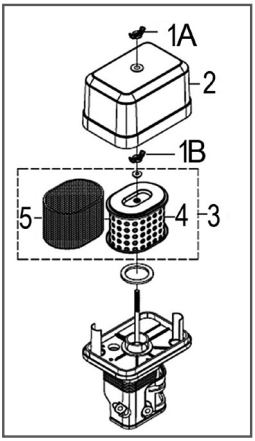

Рис. 17 Обслуживание воздушного фильтра
1. Открутите барашковую гайку 1А и снимите крышку 2 воздушного фильтра (Рис. 17).
2. Открутите барашковую гайку 1В и извлеките из корпуса воздушный фильтр 3 в сборе (Рис. 17).
3. Проверьте целостность и чистоту фильтрующих элементов. Поролоновый (предварительный) фильтрующий элемент 5 установлен на корпусе бумажного фильтрующего элемента 4 (Рис. 17).
4. При незначительном загрязнении промойте поролоновый фильтрующий элемент 5 (Рис. 17) теплым мыльным раствором и просушите. Поврежденный или сильно загрязненный поролоновый фильтрующий элемент замените.